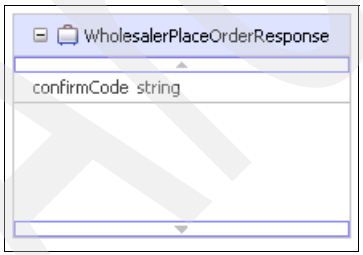

Figure A-21 WholesalerPlaceOrderResponse business object
2. Create the business object *WholesalerPlaceOrderResponse* (Figure A-21).